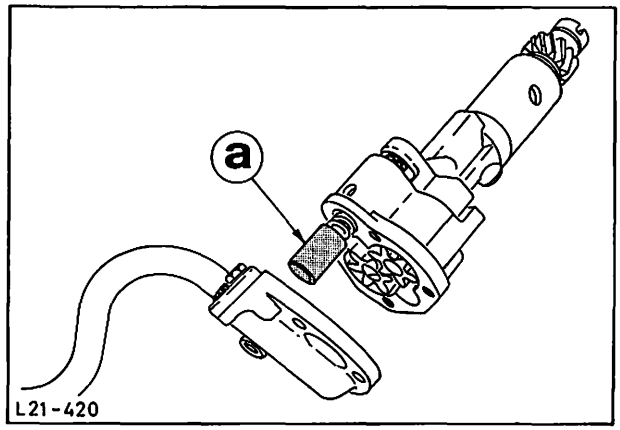

Abb. 35 Ölpumpe zerlegt
a) das in der Zahnrad-Ölpumpe befindliche **Überdruck-Ventil,** Abb. 35, öffnet (bei Überdruck im System) eine Bohrung zum Kurbelgehäuse hin;